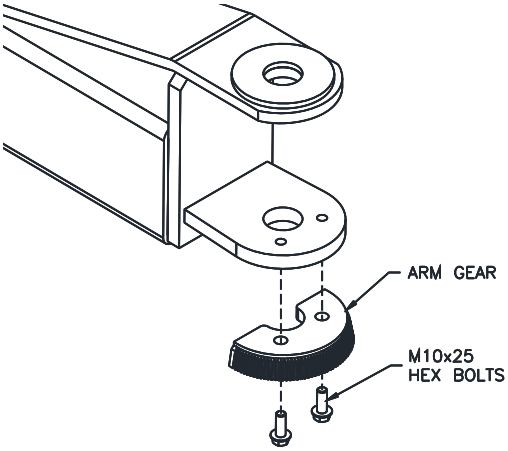

Fig. 20-Inner Arm Gear
58) Install inner arm gear to bottom of arm using (2) M10 x 25 Hex bolts as shown in **Fig. 20**. Do not tighten bolts at this time.